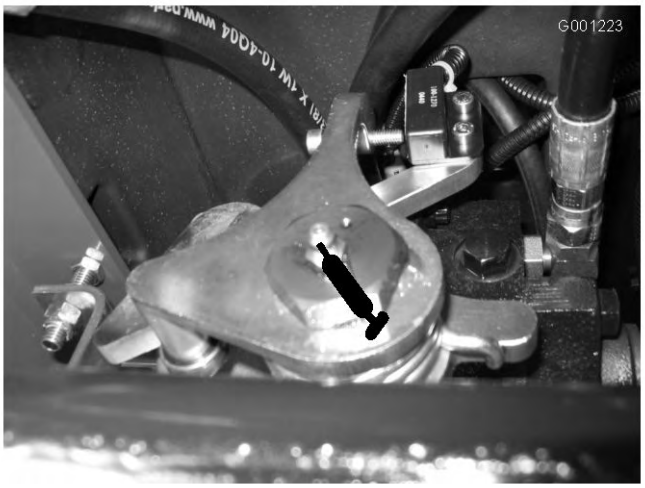

Figur 40
- Aksel til transmission til neutral (Figur 40)